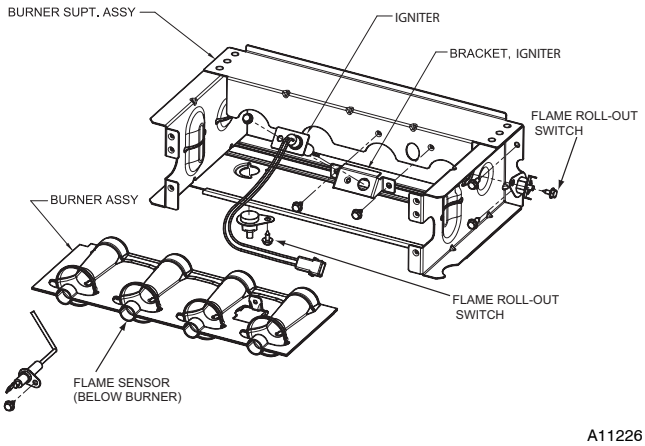

Fig. 5 - Burner Assembly
7. Disconnect the connector harness from gas valve Disconnect wires from Hot Surface Igniter (HSI) and Flame Sensor. (See Fig. 5)